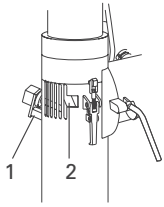

Рис. 17: Гнезда датчика
- При работе с гипсовыми штукатурками датчик влажности раствора устанавливают в гнездо слева (рис.17, 1), при работе с другими штукатурками и клеями – в гнездо датчика справа (рис. 17, 2)